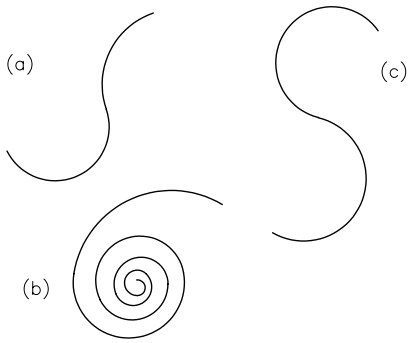

Figure 3-17 *Drawing for Exercise 5(a)*
a. Use the **Center**, **Start**, **Angle**, and **Continue** tools to draw the profiles shown in Figure 3-17.